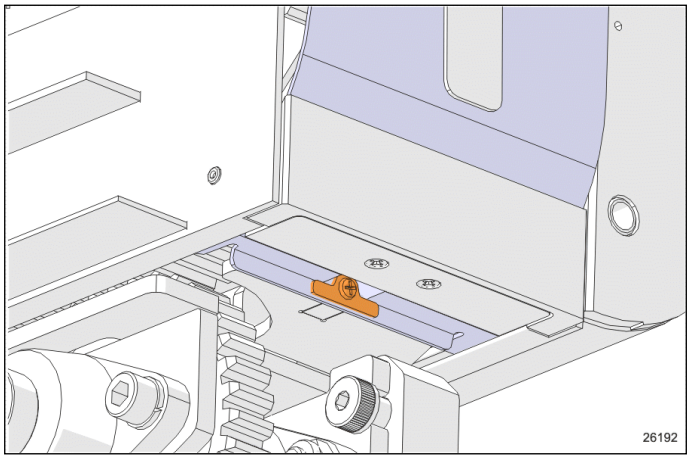

FIGURE 3: TAB AND MOUNTING SCREW
3. Once the room is fully extended, remove the screw and tab holding the flexible plastic rail cover in place. (Figure 3) *Perform this on both sides*.